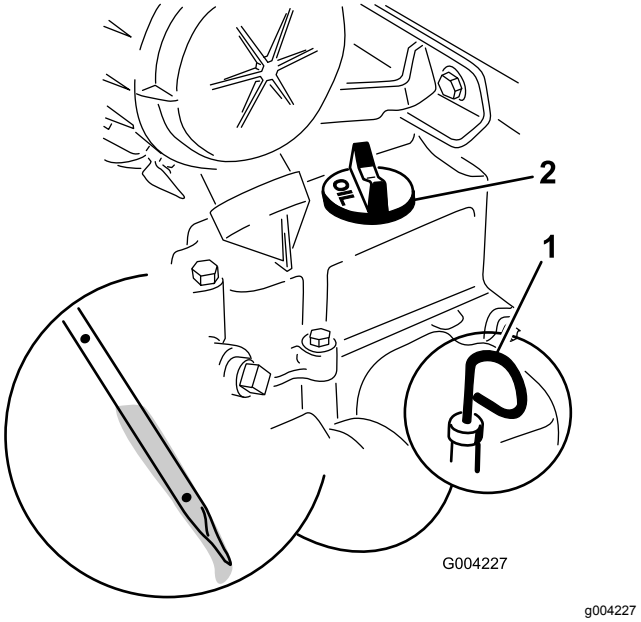

Figur 32
4. Gör rent området kring oljestickan (Figur 32).
5. Drag ut oljestickan och torka av metalländen (Figur 32).
6. Stick ned oljestickan helt i oljestickans rör (Figur 32).
8. Om oljenivån är låg (under det nedersta hålet) rengör du runt oljepåfyllningslocket och tar loss påfyllningslocket (Figur 32).
6. Ta loss påfyllningslocket (Figur 32) och fyll långsamt på med cirka 80 % av den angivna oljemängden genom ventilkåpan.
9. Ta loss påfyllningslocket (Figur 32) och fyll långsamt på med cirka 80 % av den angivna oljemängden genom ventilkåpan.